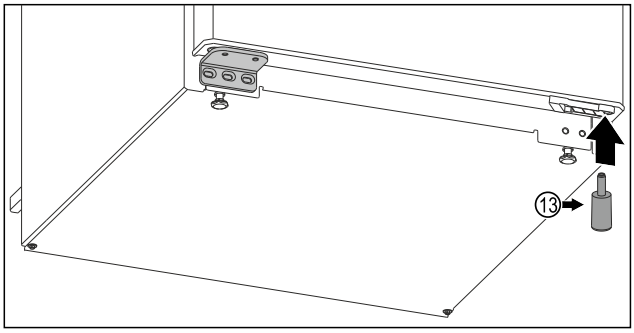

*Fig. 18 Для устройств без морозильного отделения с 4 звездочками**
- ▶ Снова вставьте в дверь распорную деталь *Fig. 18 (13)* справа внизу - это важно для обеспечения устойчивости устройства.*